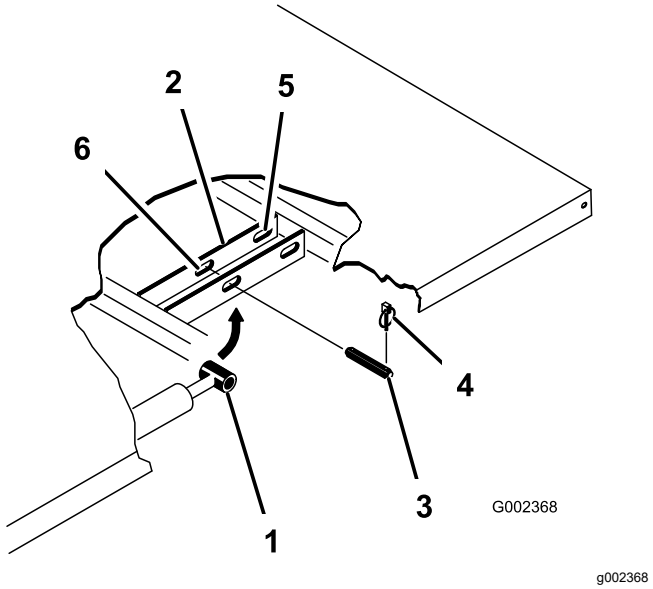

Figur 23
3. Ta bort hjulsprintarna från de yttre ändarna av cylinderstavens sprintbultar (Figur 23).
4. Ta bort sprintbultarna som håller fast cylinderstavsändarna vid flakets fästplattor genom att trycka bultarna inåt (Figur 23).
5. Ta bort hjulsprintarna och sprintbultarna som håller fast tappfästena vid ramens kanaler (Figur 23)